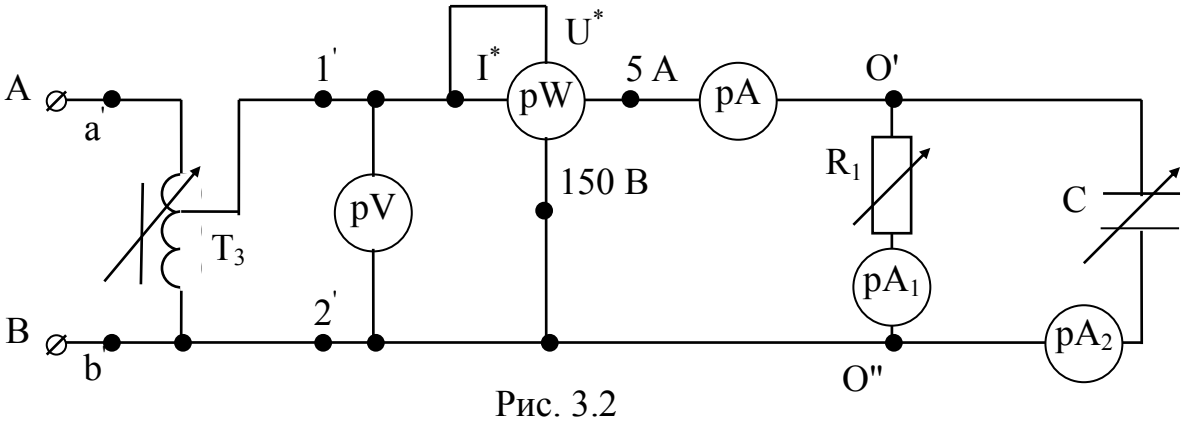

Рис. 3.2
2.1. Соберите цепь по схеме рис. 3.2.